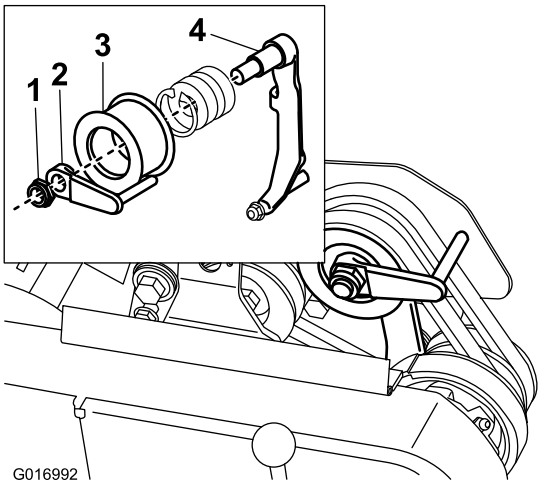

Figur 44
8. Hvis du ønsker å gjøre det lettere å dra eller skyve maskinen uten å starte motoren, må du justere remføreren (Figur 44, innstikk) på følgende måte: